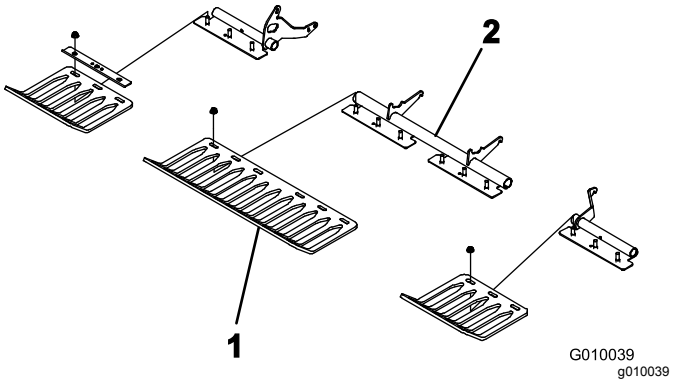

Figur 24
4. Montera gräsmatteskydden löst på gräsmatteskyddsfästena med de fyra klämmorna till gräsmatteskyddet och de tolv flänsmuttrarna (Figur 24). Dra inte åt fästdonen.
Obs: Klämmorna till gräsmatteskyddet och flänsmuttrarna sitter monterade på gräsmatteskyddsfästena vid leveransen (Figur 24).